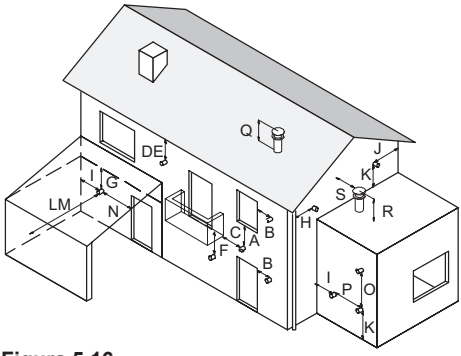

Figura 5.16
- rispettare le distanze minime di Figura 5.16 ed eventuali norme nazionali e locali vigenti.